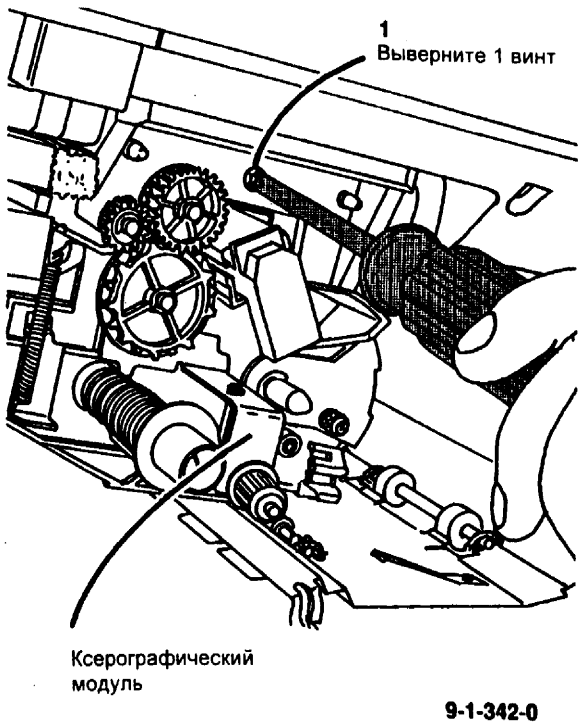

Рис. 2 Снятие стопорного винта
4. (Рис. 2) Сними те стопорный винт.